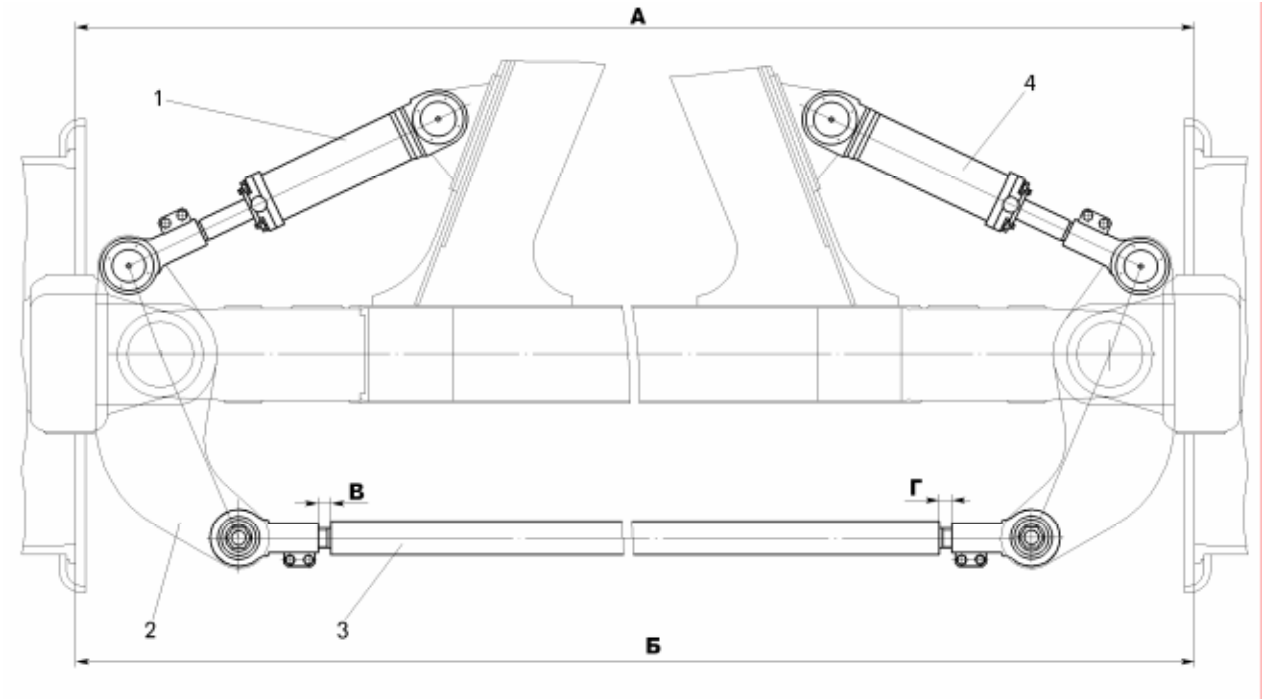

Рисунок 8.2.9 – Рулевая трапеция:
– измерить размер А (рисунок 8.2.9) между торцами бортовых оснований ободьев колес на уровне осей передних колес спереди самосвала;